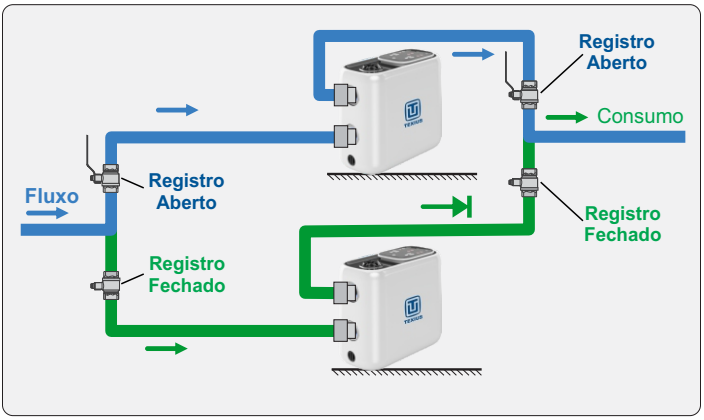

Figura 2
8.10 Recomenda-se a instalação de dois pressurizadores em paralelo, um em operação e o outro reserva nas instalações onde o fornecimento de água não possa ser interrompido (ver figura 2).